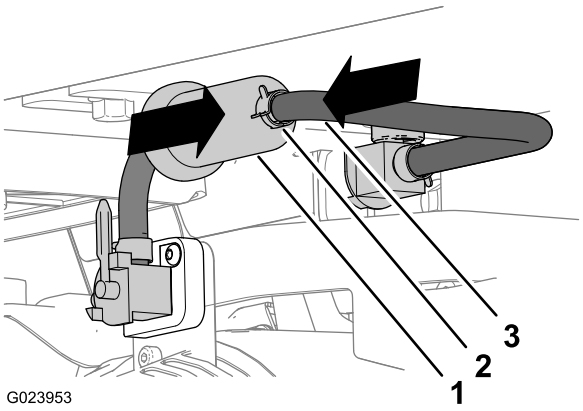

Figure 13
1. Branchez le flexible de carburant du robinet d'arrivée de carburant au raccord cannelé du filtre à carburant (Figure 13).
2. Fixez le flexible de carburant au filtre à l'aide d'un collier pris dans le kit d'entretien (Figure 13).